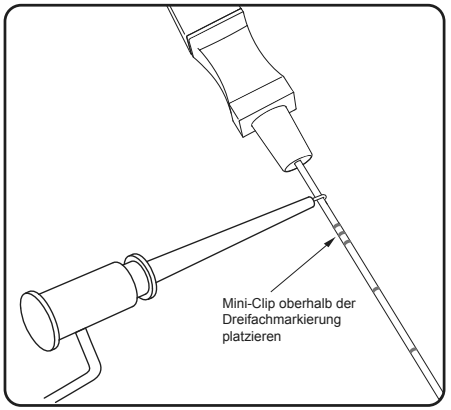

Abbildung 6. Verbinden des Nadel-Probe-Simulationskabels mit der Foramen-Nadel
3. Das Klammerende des Nadelteststimulationskabels am nicht isolierten Teil der Foramen-Nadel anbringen (direkt unterhalb der Nabe und oberhalb der dreifachen Strichelung an der Foramen-Nadel) (**Abbildung 6**).